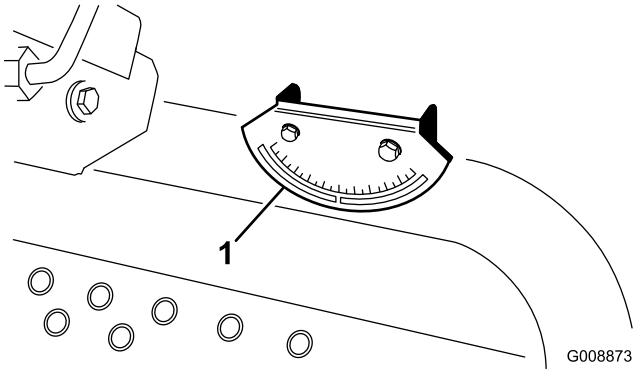

**Figur 6**
2. Kontroller at maskinen står på en jevn flate ved å plassere en håndholdt hellingsmåler (følger med maskinen) på rammens tverrspor, ved drivstofftanken (Figur 6). Hellingsmåleren bør vise 0 grader når den ses fra førerens posisjon.